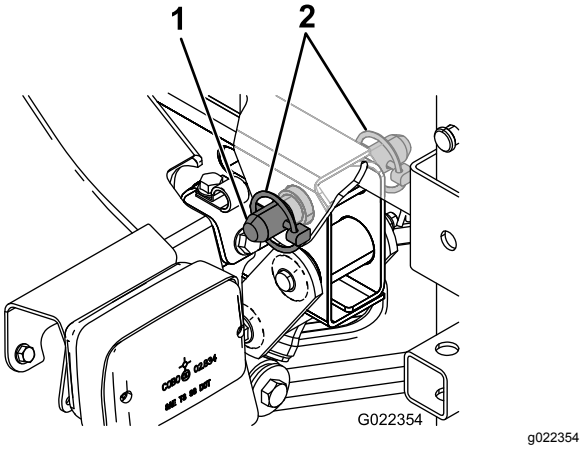

**Figur 13**
6. Rett inn hullene i svinghaken på baksiden av tankens gliderramme med hullene i dreierøret på planet ved enden av kjøretøyrammen (Figur 13).
7. Monter en kileformet splittpinne og to ringstifter på svinghengselen for å feste tankenheten på rammen (Figur 13).